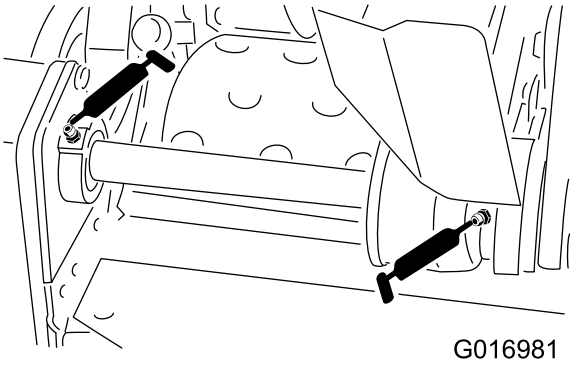

**Figur 19**
- 2 på knivcylinderens mellemaksellejer (Figur 19)